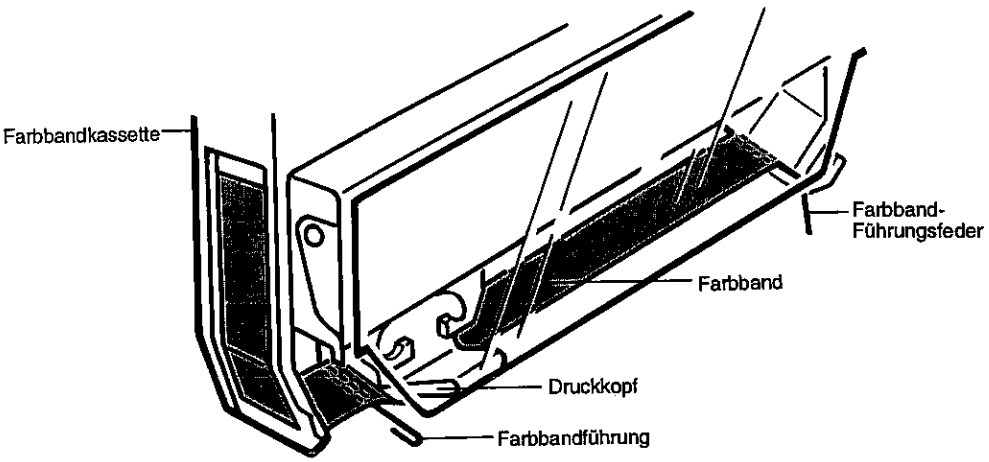

Abb. 1
- Das Farbband über die Farbband-Führungsfeder legen, danach unter den Druckkopf und schließlich über die Farbbandführung führen (siehe Abb. 1).